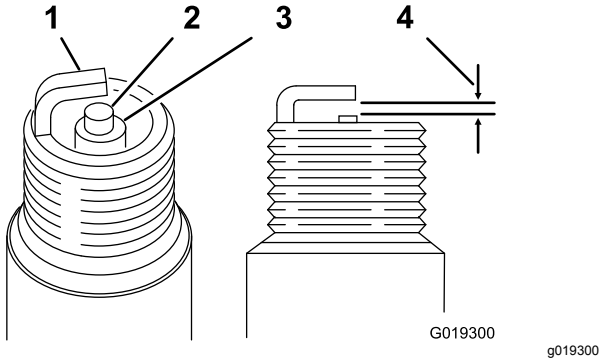

Figur 33
Afstand: 0,70 til 0,80 mm. Se Figur 33
3. Indstil afstanden til 0,70 til 0,80 mm (Figur 33).